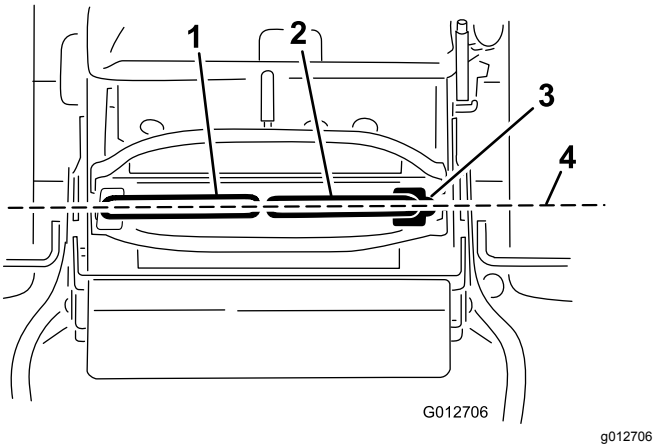

Bild 69
Wichtig: **Stellen Sie sicher, dass die Spur nach dem Einstellen der Fahrantriebshebel richtig ist (Bild 69).**
1. Nach der seitlichen Ausrichtung müssen Sie die Ausrichtung in Längsrichtung prüfen; drücken Sie die Fahrantriebshebel etwas nach vorne, um das Spiel im Gestänge der Hebel zu entfernen (Bild 69).